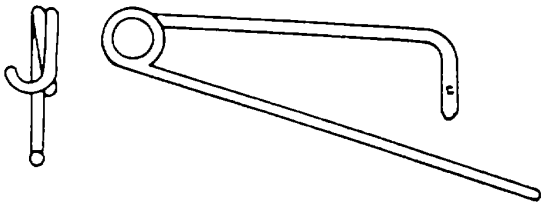

Figure 2-49. Safety Retaining Pins
c. Safety Retaining Pins. Use safety retaining pins, AN416, as shown in figure 2-49, to secure Items such as clevis pins, MS20392, small chains, checklists, and other similar items.